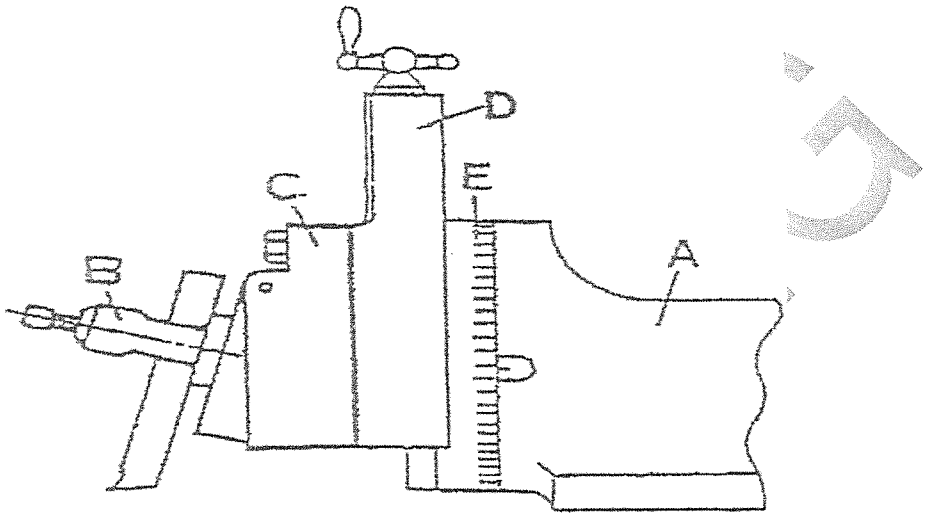

FIGURE 3 (5)
12.1 Study FIGURE 3 below and label the parts by writing down the names of the components of the Ram head next to the letters (A–E) in the ANSWER BOOK.